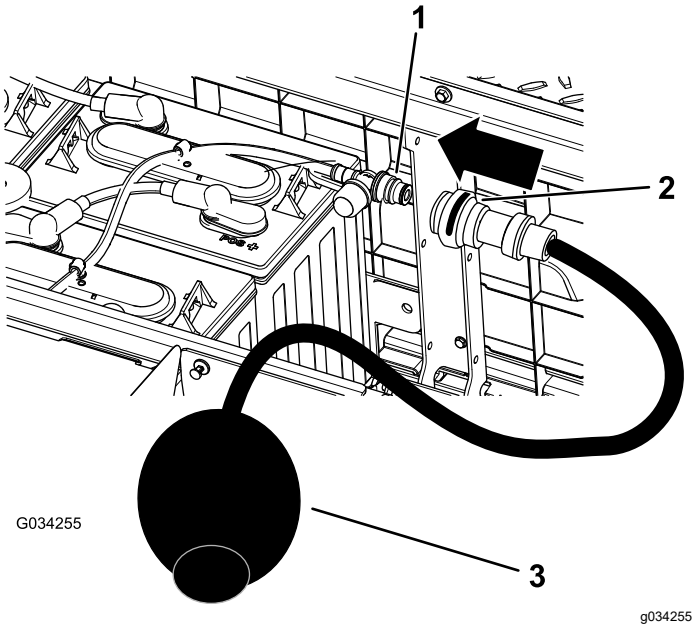

Figur 41
4. Koble din Toro-vannhåndpumpe til vannpåfyllingsporten (Figur 41).